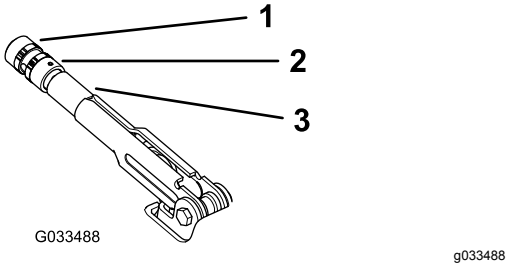

図 59
2. 調整ノブをブレーキレバーに固定している固定ねじをゆるめる図 59。
3. ノブ図 59を回し、20-22 kg程度の力でブレーキを作動させられるように調整する。
4. 調整が終わったら固定ねじを締める図 59。